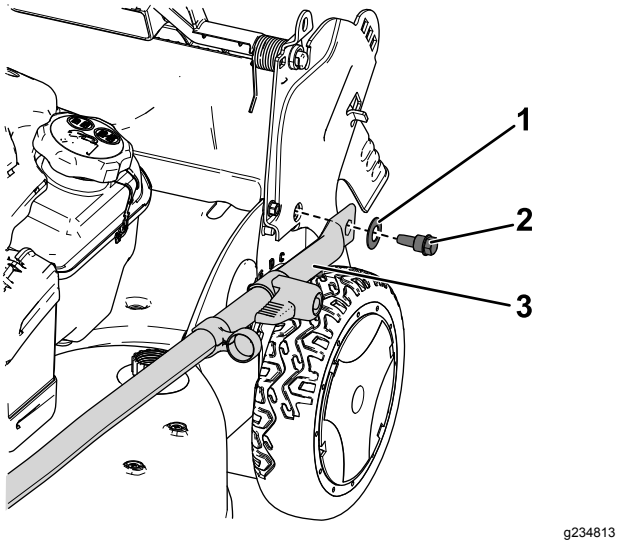

Figur 3
2. Fastgør håndtagesenderne på maskinens hus med to skiver og to håndtagsbolte (Figur 3). **Tilspænd ikke håndtagsboltene.**
Vigtigt: **Før kablerne om på *ydersiden* af håndtaget (Figur 3).**